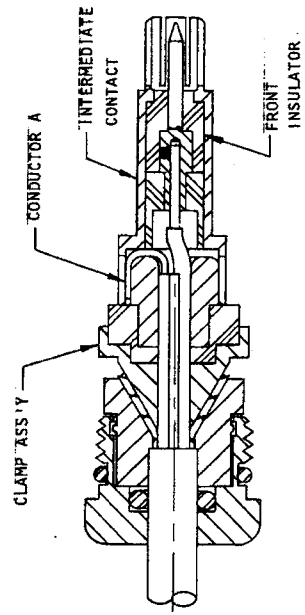

FIGURE 4
5. PLACE FRONT INSULATOR ON CENTER CONTACT AND ASSEMBLE INTERMEDIATE CONTACT PRESSING INNER CONDUCTOR A AGAINST CLAMP ASSEMBLY AS IN FIGURE 4.